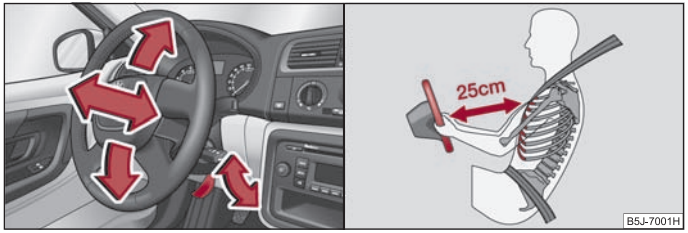

Fig. 3 Adjustable steering wheel: Lever on the steering column / the correct distance of the driver from the steering wheel
- Pull the lever below the steering column ⇒ fig. 3 down.
- **Adjust the steering wheel so that the distance between the steering wheel and your chest is at least 25 cm ⇒ fig. 3 on the right. Not maintaining this minimum distance will mean that the airbag system will not be able to properly protect you – hazard!**